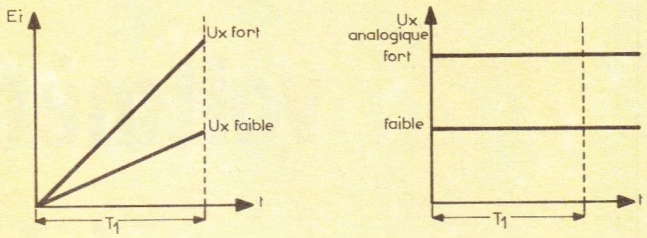

Figure 1
1. La conversion analogique-digital (figure 1)
A la sortie de l'intégrateur, on obtient une rampe de pente plus ou moins importante suivant la valeur de la tension d'entrée Ux, comme le montrent les courbes de la **figure 1** et dont l'amplitude est Ei. La valeur du temps T_1 est fixée par un nombre d'impulsions d'une horloge (oscillateur).